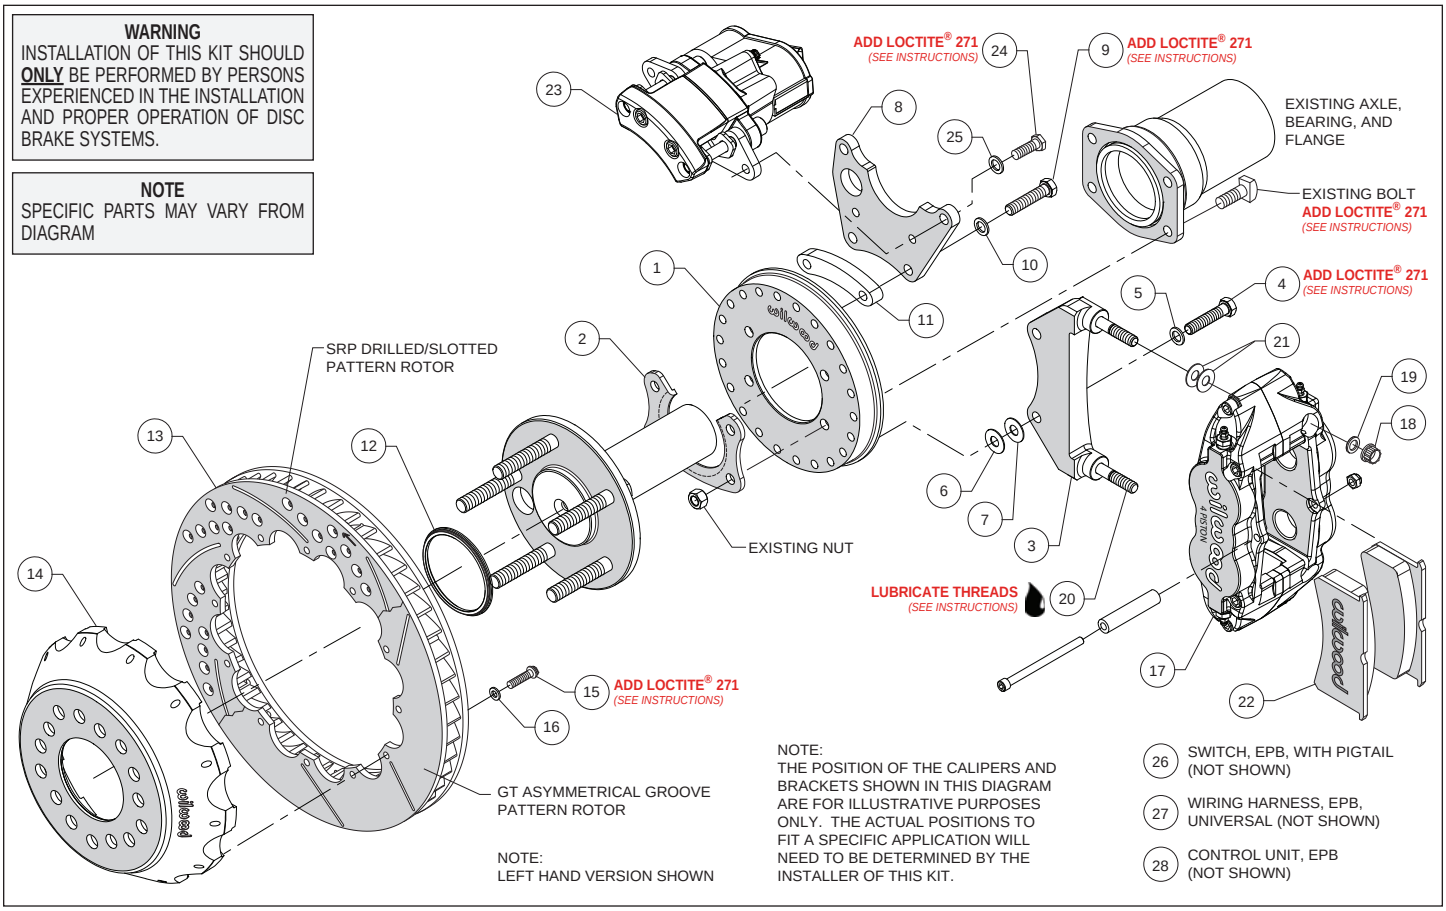
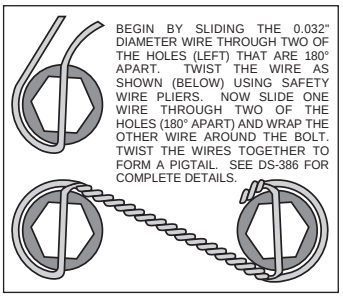

Figure 1. Typical Installation Configuration
Figure 5. Safety Wire Diagram
(numbers in parenthesis refer to the parts list, and Figure 1 on the preceding pages):
•Orient the backing plate (1) as shown in Figure 1 and Photo 1, and slide it onto the axle housing flange. Ensure the backing plate fits flush against the axle housing flange. Reinstall the axle into the axle housing.
•Install the bearing retainer (2) with the opening pointing upward and the lip facing inward (toward the bearing), as shown in Figures 1 and 4, and Photo 2. Secure retainer and backing plate to the axle housing flange using the Original Equipment Manufacturer (OEM) bolts and nuts, Figure 1 and Photo 3. Apply red *Loctite*® 271 to the OEM bolt threads and torque to OEM specifications.
•Start by determining the best location for the service caliper (17). This caliper is usually mounted in the 3:00 or 9:00 o'clock position, but may be rotated up or down approximately 45 degrees and still allow for proper bleeding, Photo 4. Orient the service caliper bracket (3) as shown in Figure 1 and Photo 5, and install to the backing plate (1) in the desired location using bolts (4) and washers (5). Temporarily tighten bolts. Next, mount the service caliper onto the bracket. Lubricate the caliper mounting studs (20) with lightweight oil. Mount the service caliper using lock nuts (18) and washers (19), Figure 1. Temporarily tighten the lock nuts. Check that the caliper (including inlet fitting and hose) has sufficient clearance to all surrounding components through the full suspension travel. Relocate the caliper/bracket on the backing plate as needed to ensure proper clearance is achieved.
•Determine the best location for the EPB caliper (23). ***NOTE:*** *The EPB caliper motor extends farther inboard than the service caliper and therefore needs additional consideration when determining a mounting location with sufficient clearance.* In the example application shown in Photo 6, the EPB caliper has sufficient inboard clearance to the leaf spring. However, if the EPB caliper were mounted closer to the 12:00 o'clock position, the inner body of the vehicle would hit the caliper during full compression of the suspension.
•Orient the EPB caliper bracket (8) as shown in Figure 1 and Photo 7, and install to the backing plate (1) in the desired location using bolts (9), washers (10), and spacer (11). Temporarily tighten bolts. ***NOTE:*** *The EPB bracket is reversible. In one direction the bracket will position the EPB caliper closer to the service caliper, and vice versa if reversing the bracket.* Next, mount the EPB caliper (23) to the bracket using bolts (24) and washers (25). Temporarily tighten bolts. ***NOTE:*** *EPB calipers are Left and Right handed, however they can be used on either side of the vehicle to best suit your specific application.* Check that the EPB caliper (including wiring harness connector) has sufficient clearance to all surrounding components through the full suspension travel. Relocate the EPB caliper/bracket on the backing plate as needed to ensure proper clearance is achieved.
•Orient the rotor (13) and the hat (14) as shown in Figure 1 and Photo 8. Attach rotor to hat using bolts (15) and washers (16). Using an alternating sequence, apply red *Loctite*® 271 to the threads, and torque to 155 **in-lbs**. For an added measure of security, the bolts may be safety wired using standard 0.032 inch diameter stainless steel safety wire as shown in Figure 5. Please refer to Wilwood's data sheet DS-386 (available at www.wilwood.com/Pdf/DataSheets/ds386.pdf) for complete safety wire installation instructions.
•Initially place two .035" thick shims (21) on each stud of the service caliper bracket (3), as shown in Figure 1 and Photo 10. Mount the caliper onto the bracket using lock nuts (18) and washers (19), Figure 1. Temporarily tighten the lock nuts and view the rotor through the top opening of the caliper. The rotor should be centered in the caliper, Photo 11. If not, adjust by adding or subtracting shims (6 and/or 7)) between the service caliper bracket (3) and the backing plate (1). Always use the same amount of shims on each of the two mounting bolts. Once the caliper alignment is correct, remove the bracket mounting bolts (4) one at a time, apply red *Loctite*® 271 to the threads, and torque bolts to 35 ft-lb.
•Remove the caliper center bridge pad retainer bolt, nut, and tube from the caliper. Insert the brake pads (22) into the caliper, with the friction material facing the rotor, as shown in Photo 12. Check that the top of the brake pad is flush with the outside diameter of the rotor, Photo 13. If not, adjust by adding or subtracting shims (21) between the caliper (17) and the service caliper bracket (3). After the caliper pad height is set, torque the caliper lock nuts (18) to 30 ft-lb. Secure the brake pads in place with the center bridge pad retainer tube, bolt, and locknut, Photo 14. The locknut should be snug without play in the bolt or tube. Be cautious not to over tighten.
•Mount the EPB caliper (23) onto the caliper mounting bracket (8) using bolts (24) and washers (25), Figure 1. Apply red *Loctite*® 271 to bolt threads, and torque to 30 ft-lb.
•***NOTE****: The service caliper (17) in this brake kit utilizes a 1/8-27 NPT pipe thread inlet. OEM rubber brake hoses generally cannot be adapted to Wilwood calipers.* The preferred method is to use steel adapter fittings at the caliper, either straight, 45 or 90 degree and enough steel braided line to allow for full suspension travel. **Carefully route hoses to prevent contact with moving suspension, brake or wheel components.** ***NOTE:*** *Wilwood hose kits are designed for use in many different vehicle applications and it is the installer's responsibility to properly route and ensure adequate clearance and retention for brake hose components.* Wilwood offers universal brake flex line hose kits, domestic (3/8-24 IF) chassis fittings, order: